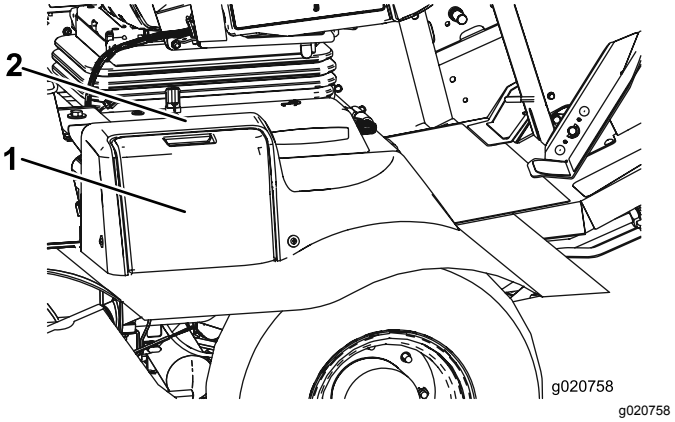

Figur 61
1. Åbn batteridækslet på siden af afskærmningen (Figur 61).
Bemærk: Tryk ned på den flade overflade over batteridækslet for at gøre dækslet nemmere at fjerne (Figur 61).